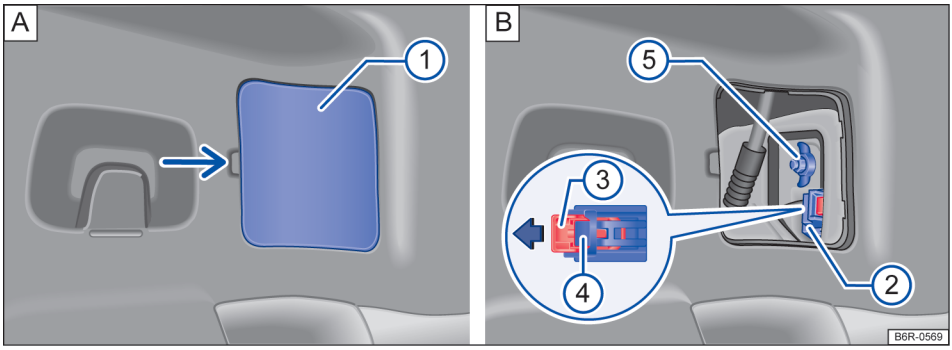

Fig. 109 Lateralmente no compartimento de bagagem: A: desinstalar a cobertura, B: remover a lanterna traseira.
3.	Remover com cuidado a cobertura (1) → Fig. 109 **A**.
4.	Retirar o conector de alimentação, primeiramente puxar a trava vermelha (3) no conector (2) no sentido da seta → Fig. 109 **B**. Para auxiliar, utilizar uma chave de fenda.
5.	Pressionar o travamento (4) e retirar o conector (2) → Fig. 109 **B**.
6.	Soltar o parafuso borboleta (5) → Fig. 109 **B** e retirá-lo, segurando ao mesmo tempo, a lanterna traseira.
17.	Segurar a lanterna traseira na posição de montagem com uma das mãos e, aparafusar com a outra o parafuso borboleta (5) → Fig. 109 **B**.
19.	Colocar o conector (2) no suporte das lâmpada e pressionar o travamento (3) na direção contraria da seta no conector → Fig. 109 **B**.